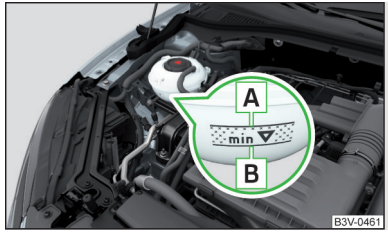

Fig. 256
Verificar el estado del líquido refrigerante - el líquido refrigerante tiene que estar entre las marcas A y B » fig. 256. Si el estado del líquido refrigerante está debajo de la marca B, rellenar el líquido refrigerante.
La **especificación** del líquido refrigerante se encuentra en el depósito de compensación del líquido refrigerante » fig. 256.
- No rellene el depósito de líquido refrigerante por encima de la marca A » fig. 256. El servicio oficial puede ser presionado por el calentamiento del sistema de refrigeración - Existe el peligro de un daño de las partes del vano motor.